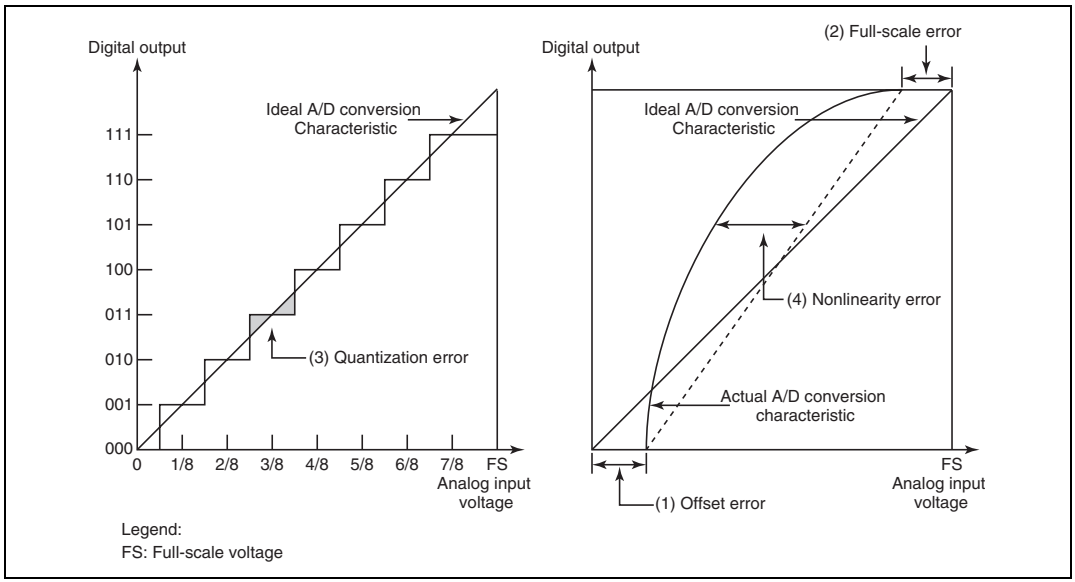

Figure 14.7 A/D Conversion Precision Definitions
(1) Offset error
(2) Full-scale error
(3) Quantization error
(4) Nonlinearity error
The above four kinds of error are described below with reference to figure 14.7. For the sake of clarity, this figure shows 3-bit mid-speed A/D conversion rather than 10-bit mid-speed A/D conversion. Offset error (see figure 14.7 (1)) is the deviation between the actual A/D conversion characteristic and the ideal A/D conversion characteristic when the digital output value changes from the minimum value (zero voltage) of 0000000000 (000 in the figure) to 0000000001 (001 in the figure). Full-scale error (see figure 14.7 (2)) is the deviation between the actual A/D conversion characteristic and the ideal A/D conversion characteristic when the digital output value changes from 1111111110 (110 in the figure) to the maximum value (full-scale voltage) of 111111111 (111 in the figure). Quantization error is the deviation inherent in the mid-speed A/D converter, given by 1/2 LSB (see figure 14.7 (3)). Nonlinearity error is the deviation between the actual A/D conversion characteristic and the ideal A/D conversion characteristic from zero voltage to full-scale voltage (see figure 14.7 (4)). This does not include offset error, full-scale error, and quantization error.